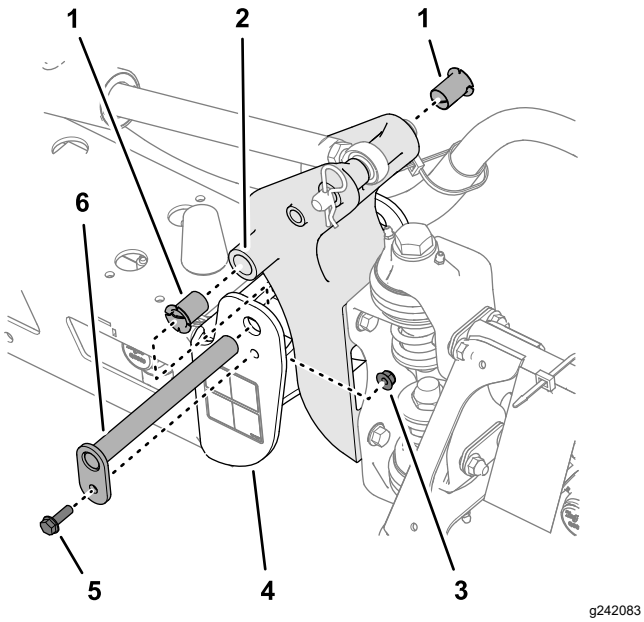

図 113
3. ピボットピンを固定しているボルトとナットを外してピンを取り外す図 113。
5. ナイロンブッシュを取り外し、ピボットブラケットの前面および後面側から見て点検する 図 113。
6. 各ナイロンブッシュに少量のオイルを塗ってピボットブラケットに取り付ける図 113。
7. ピボットブラケットの穴を、エンドチャネルの穴に合わせる図 113。